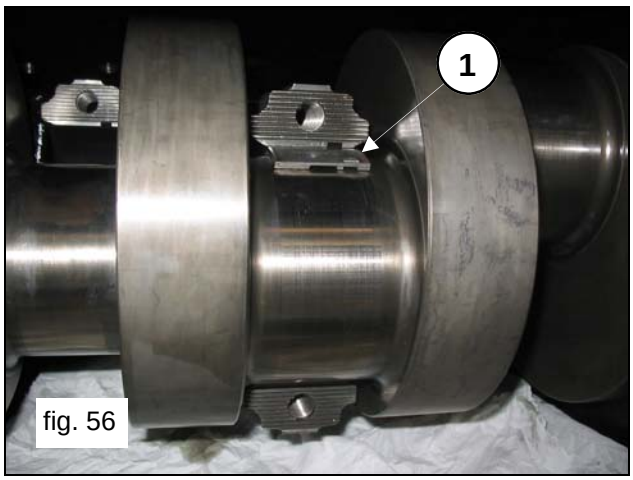

fig. 56
Insert the upper split bearings between the connecting rods and the shaft (pos.①, fig.56).